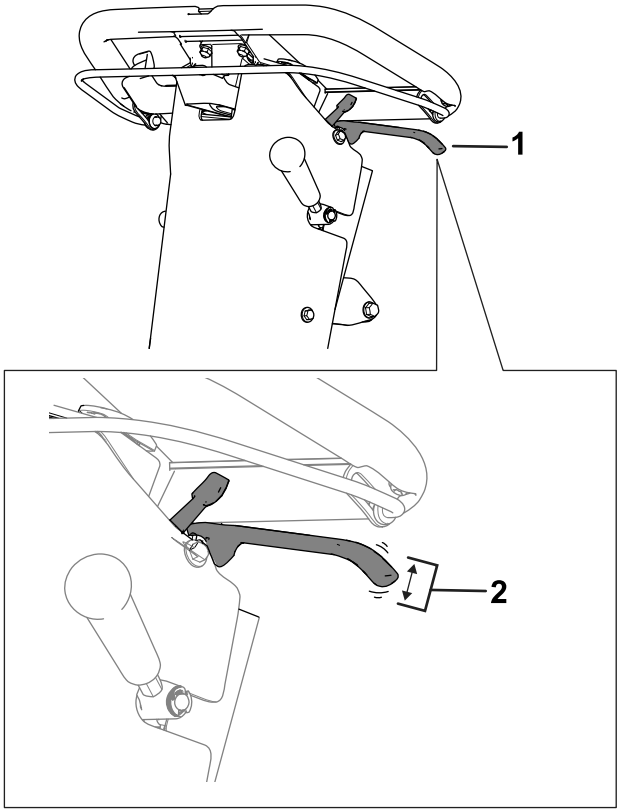

Figuur 36
2. Meet de speling aan het uiteinde van de parkeerremhendel (Figuur 36).